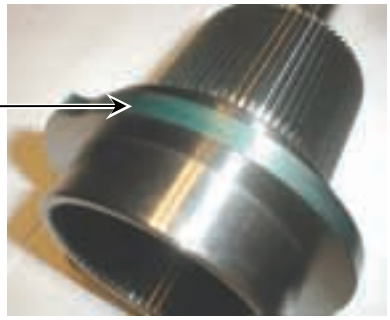

**Figure 41: Lubricate the Cam**
4. Put a thin layer of bearing grease on the cam surface, see Figure 41.